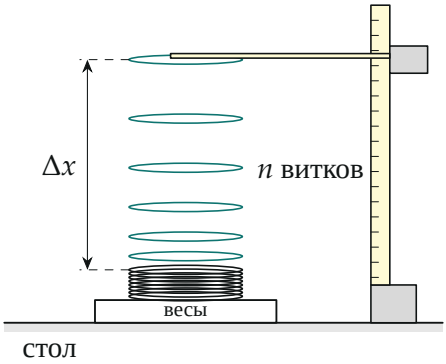

Рис. 1. Установка: верхний виток поднимают горизонтальной линейкой вдоль вертикальной; повисшие витки (бирюзовые) растянуты тем сильнее, чем выше.
1. Установка и измерения. Линейку 40 см скотчем крепим к бруску вертикально, линейку 20 см ко второму бруску — горизонтально. Нижний виток стоит на весах, верхний цепляем горизонтальной линейкой и, прижимая второй брусок к первому, поднимаем его вдоль вертикальной линейки (рис. 1), записывая показания весов и высоту верхнего витка. Пружина не должна сползать с чашки весов.